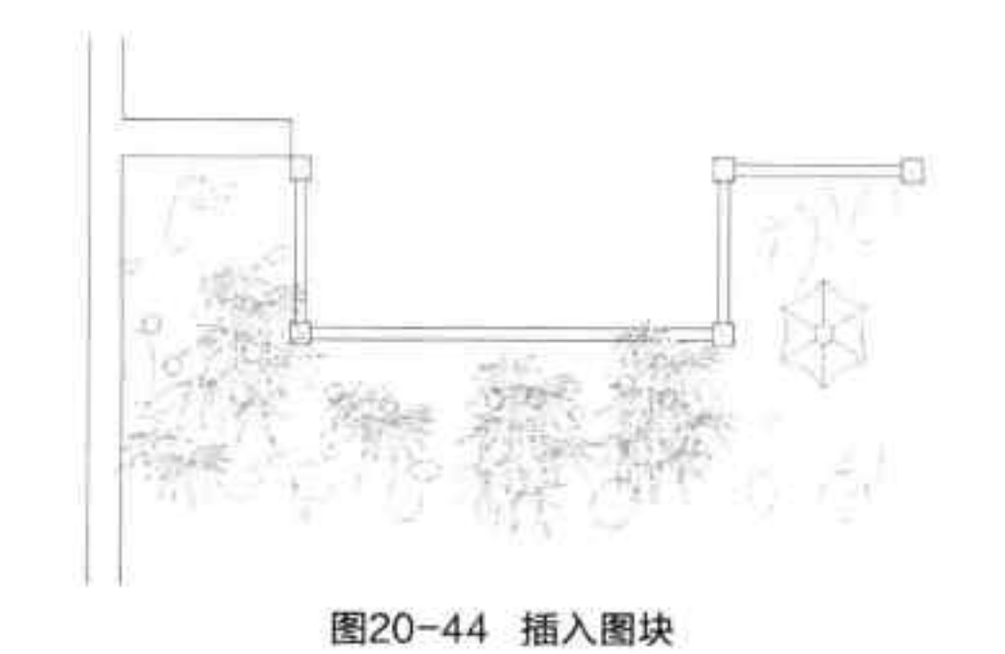

图20-44 插入图块
Step 14 选择竹子和园林灯图块，将其插入到图形中合适位置，如图 20-44 所示。